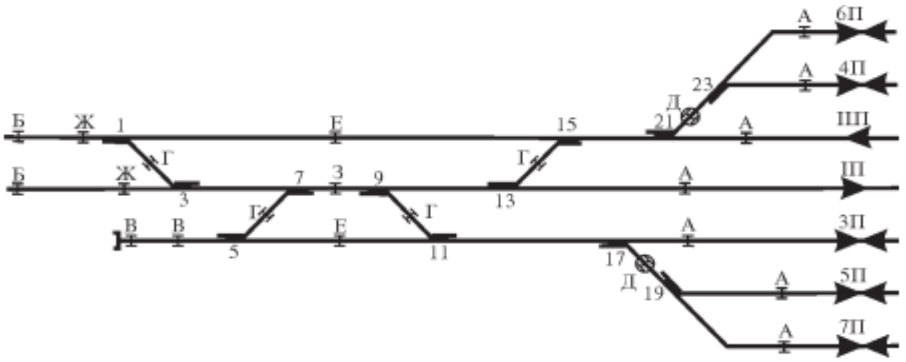

Рис. 32. Разделение железнодорожной станции изолирующими стыками
6) в отдельные рельсовые цепи выделить каждую из стрелок стрелочной улицы, а также стрелки, ведущие в улавливающий или предохранительный тупик (рис. 32);